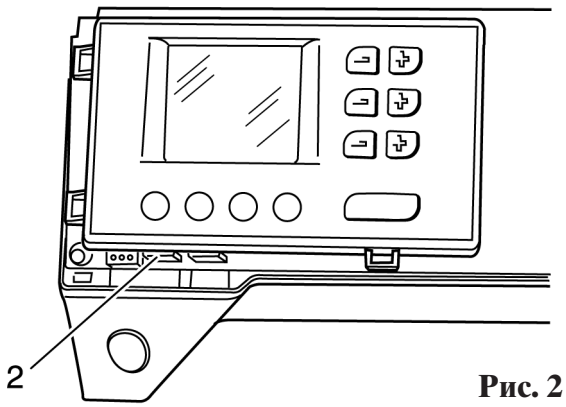

Рис. 2
- Отделите корпус вилочной части штекерного разъема 2 (рис. 2) от печатной платы.